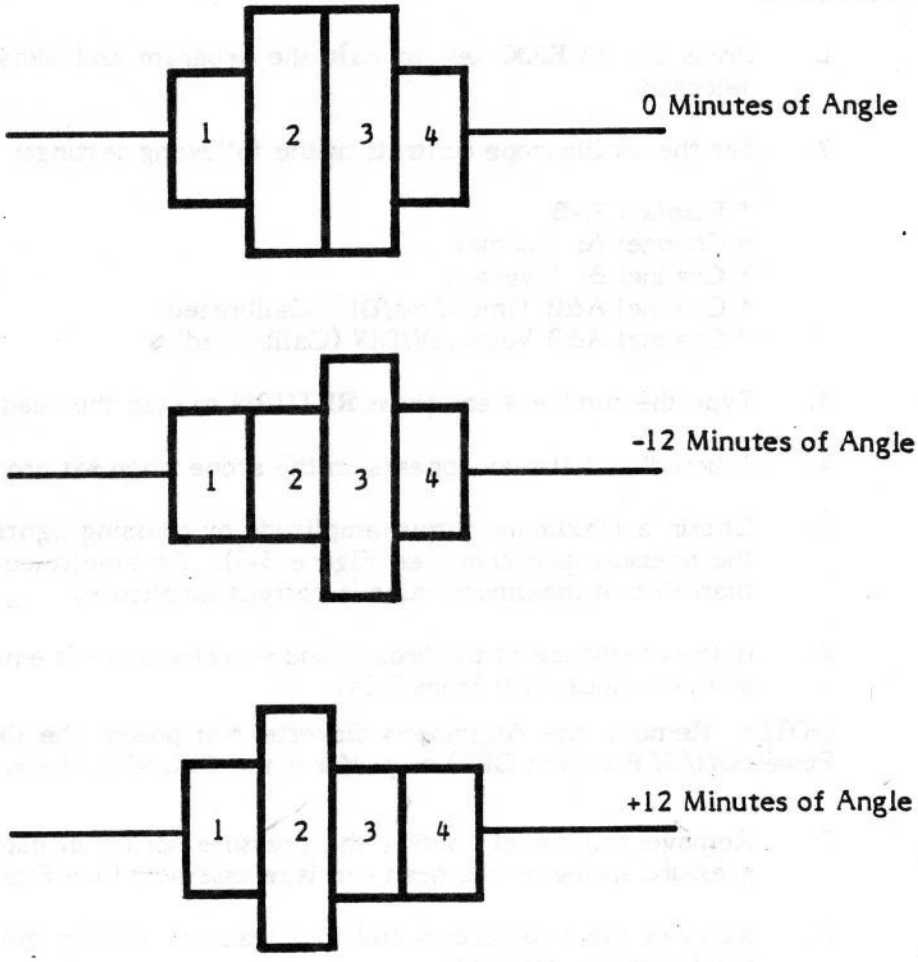

Figure 3-2. Head Azimuth Waveform
3. Make any minor adjustments on the scope to display the azimuth waveform. Compare the waveform on the scope with the waveform shown in Figure 3-2. This shows the acceptable range for the azimuth waveform.